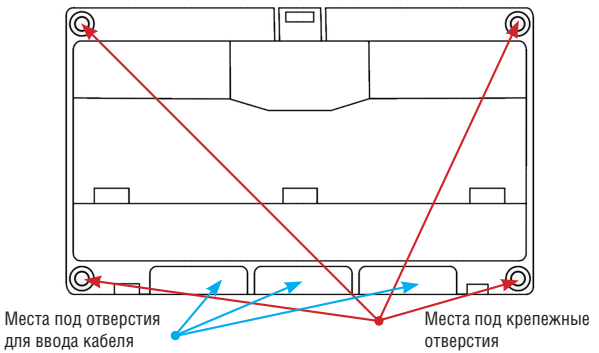

Рисунок 3. Корпус контроллера
4. Выломайте в корпусе контроллера по нанесенному контуру технологические отверстия для ввода кабелей (рисунок 3).
5. Для настенного монтажа, разметьте места крепления, приложив корпус контроллера к стене (рисунок 3).